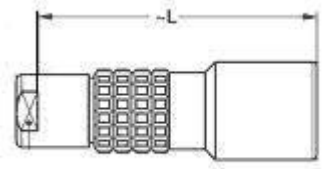

Figure 5.– P4 Connector Overall Length.
16. Using Caliper measure length, L, of EMUPH P4 connector (PCS interface), reference Figure 5 below.